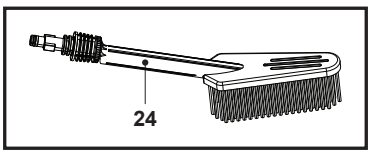

Fig. 15
A escova de lavagem (24) consegue remover facilmente sujidade, gordura e resíduos persistentes, deixando as suas superfícies imaculadas e com um aspeto como novo, e consegue aceder facilmente a áreas difíceis de alcançar (Fig. 15).